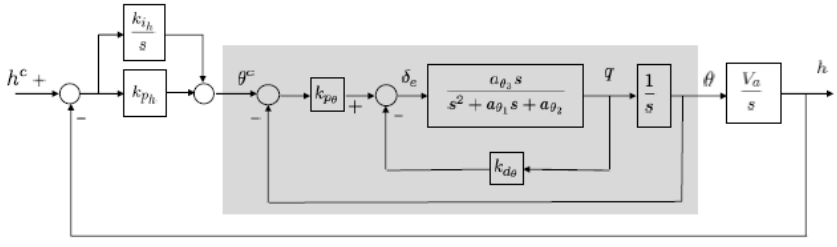

Figure 4: Successive loop feedback structure for altitude-hold autopilot
9. Consider the altitude hold autopilot system shown in Figure 4 with the system parameters:
(b) Compute the DC gain of the inner loop (highlighted by gray color in Figure 4)